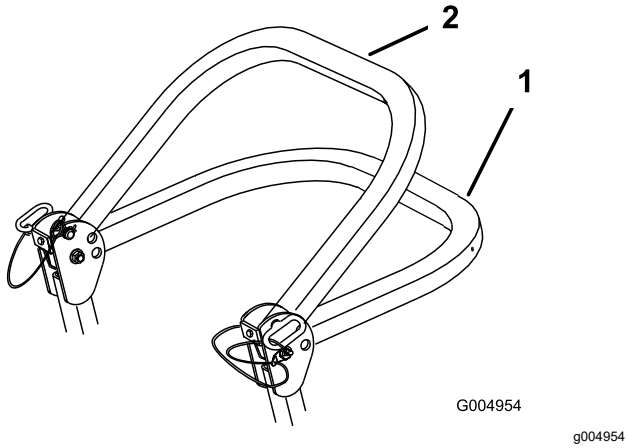

Figuur 10
2. Klap de rolbeugel omlaag (Figuur 10).
Opmerking: De rolbeugel kan in 2 standen omlaag worden geklapt; zie Figuur 10.